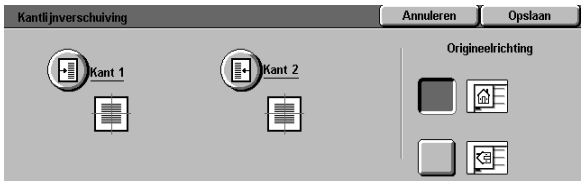

Figuur 16: Scherm Kantlijnverschuiving
1. Het pictogram **Kantlijnverschuiving** op het tabblad Extra toepassingen aanraken om het scherm Kantlijnverschuiving (zie figuur 16) te tonen.